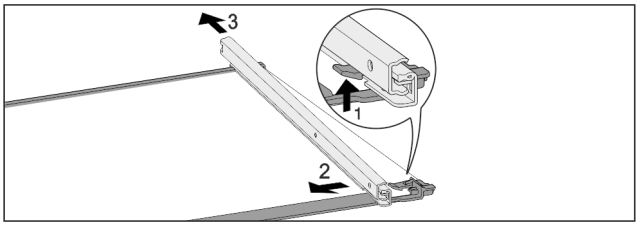

Fig. 165 Glass shelf with rails
▶ Push up front click-in hooks. *Fig. 165 (1)*
▶ Move the pull-out rails to the side *Fig. 165 (2)* and to the rear *Fig. 165 (3)*.